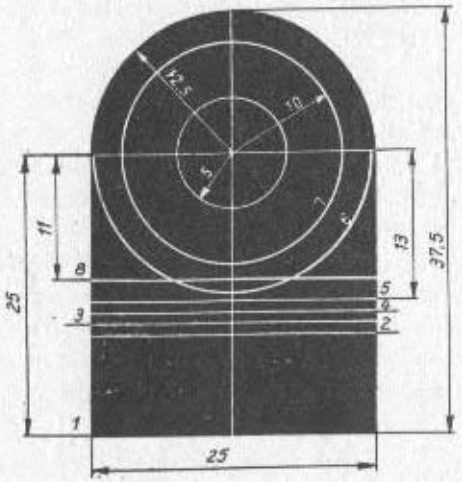

Bild 42 Anschießscheibe
f) Anker	35 cm x 25 cm oder Anschießscheibe (Bild 42)